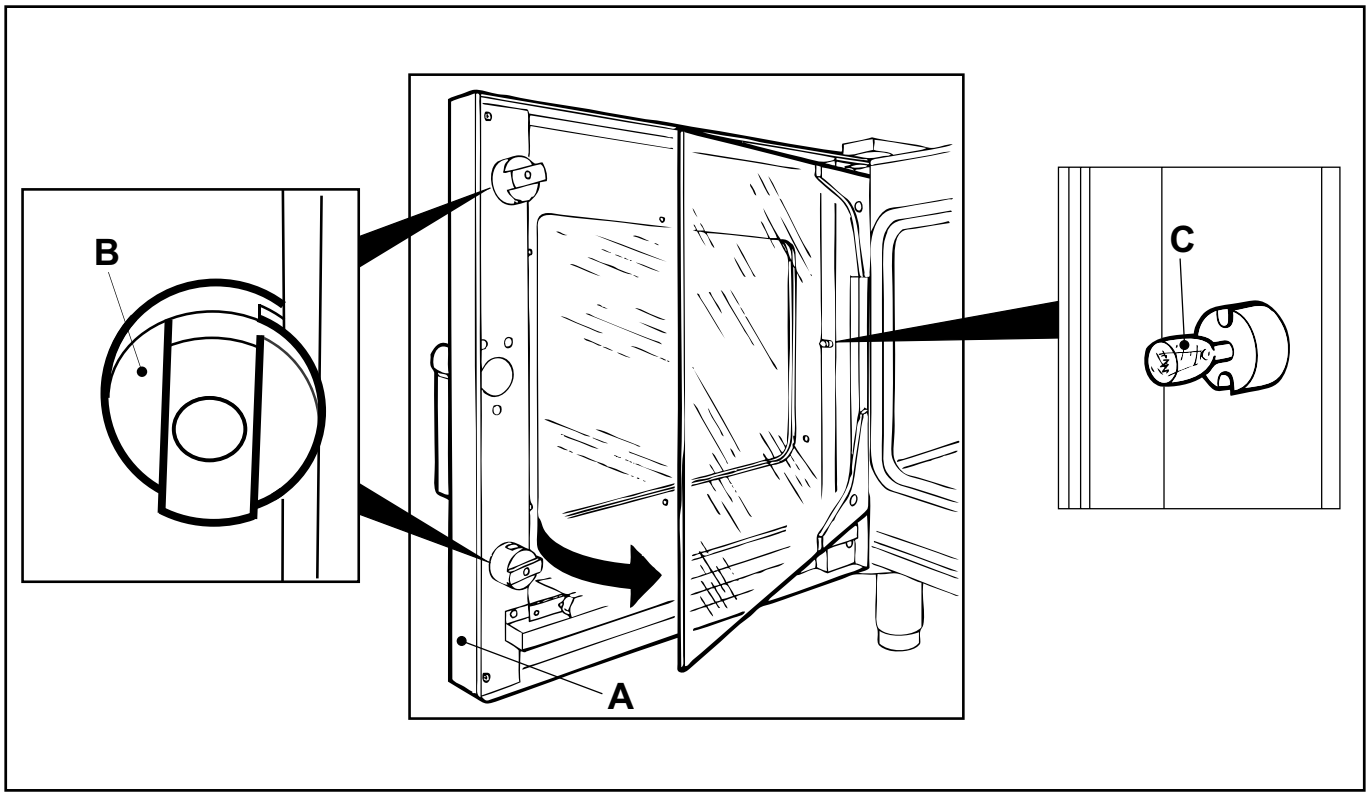

Abb. 9
1) Die Tür des Ofens öffnen (**A** - Abbildung 9).
2) Die Plastikhalterungen (**B** - Abbildung 9) der internen drehen und wie ein Buch öffnen.
3) Die Lampe auswechseln (**C** - Abbildung 9).